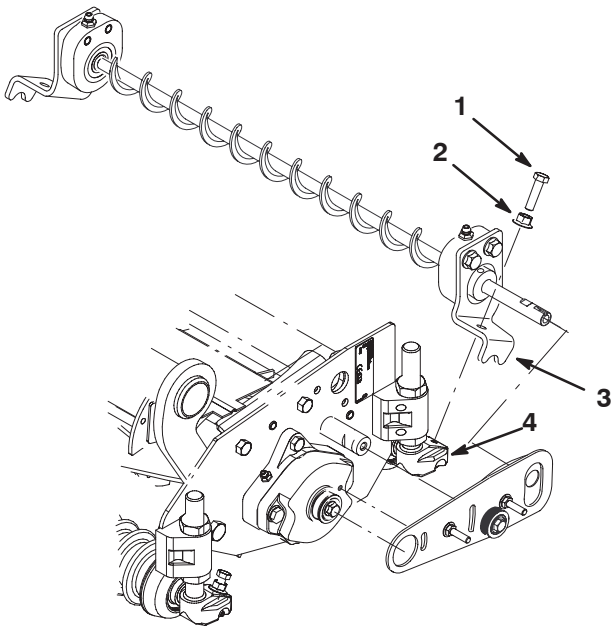

Figure 10
16. Thread a 5/16" flange nut onto (2) 5/16–18 x 1" lg. bolts as shown in figure 10.
17. Position roller brush assembly onto support rods, aligning mounting holes and inserting key way end of roller brush shaft through opening in guard plate and pivot plate (Fig. 10).
18. First, secure roller by threading the (2) 5/16–18 x 1" lg. bolts thru roller brush brackets and into support rods. Do not tighten flange nuts at this time. Insure roller is centered between support rods (Fig. 10).
19. Second, tighten flange nuts locking roller brush brackets to support rods. Insure brackets are parallel with side plates (Fig. 10).